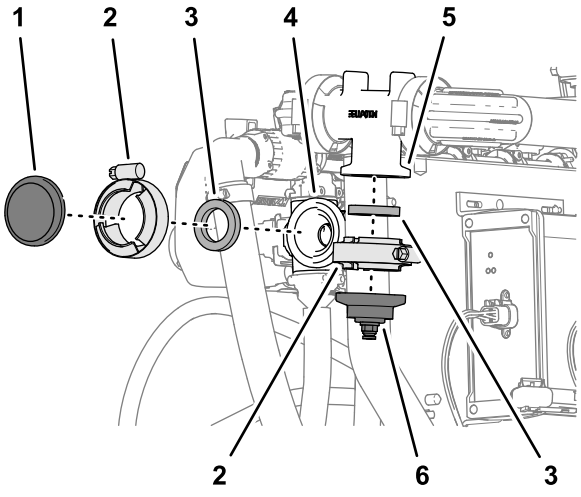

Rysunek 137
1. Zdejmij obejmę kołnierzową z uszczelką mocujące pokrywę płaską do kołnierza zaworu dyszy 10 (Rysunek 137).
2. Zdejmij obejmę kołnierzową i uszczelkę mocujące pokrywę końcową i złącze rurki do kołnierza rozdzielacza przepływomierza (Rysunek 137).